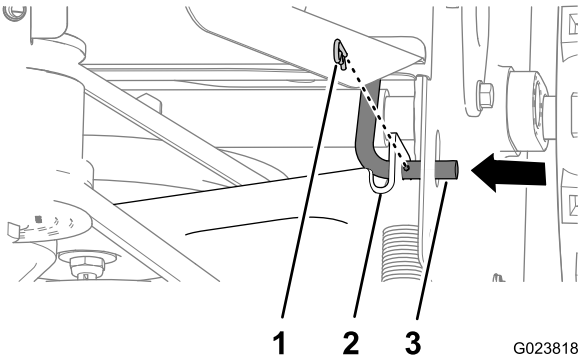

Figura 41
2. Togliete la coppiglia dall'asta di comando della trazione (Figura 41).
3. Togliete l'asta di comando della trazione dalla staffa di comando della trazione spostando l'asta verso l'interno (Figura 41).
5. Spostate la staffa di comando della trazione all'indietro e allineate il foro nella staffa con l'asta di comando della trazione (Figura 41).
6. Fate scorrere l'asta attraverso la staffa e fissate l'asta con la coppiglia (Figura 41).